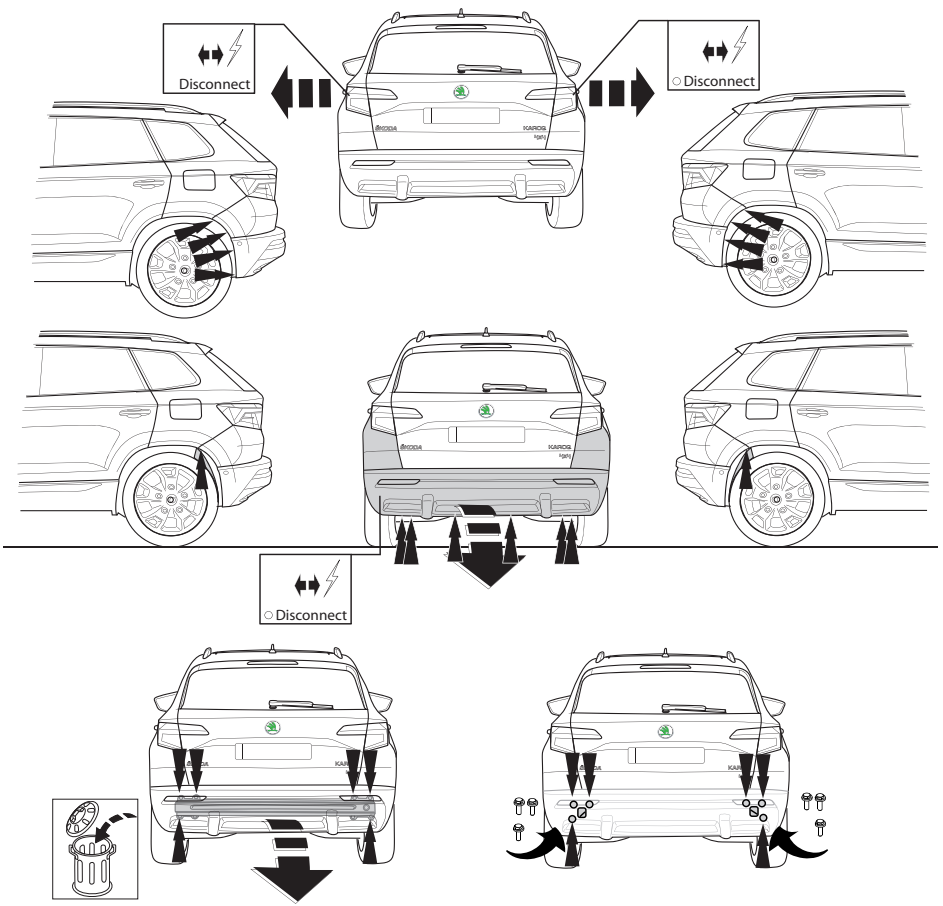

Fig. 1
2. Снять бампер вместе со стальным буферным брусом автомобиля буферный брус больше не понадобится. Посадить болты на место. См. рисунок 1.